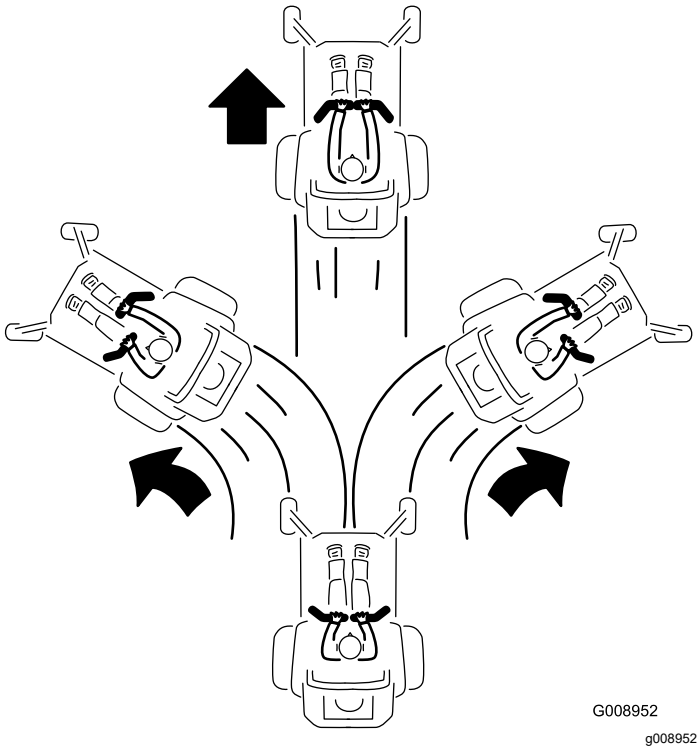

Figur 26
3. Kör framåt genom att försiktigt föra rörelsereglagespakarna framåt (Figur 26).